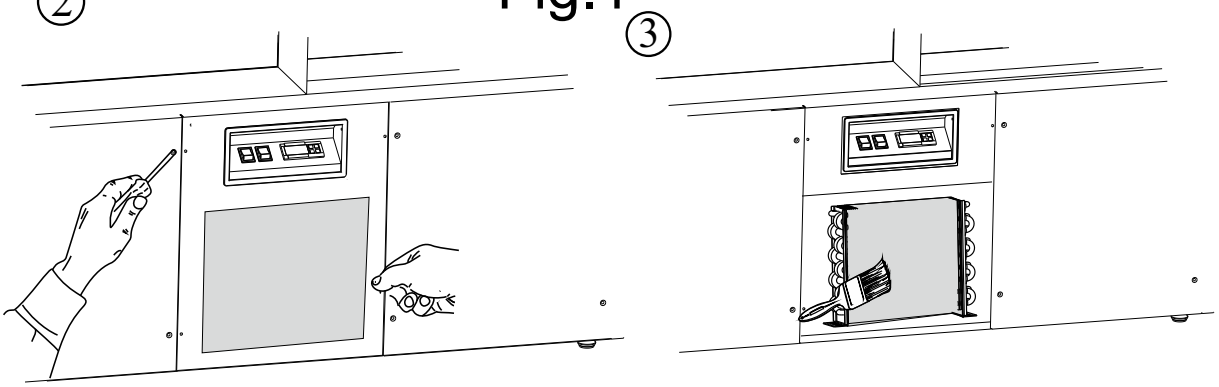

Fig.2
1. Aprire le porte scorrevoli. **2**. Estrarre dal bordo, sul lato opposto alla maniglia della porta esterna ,il profilo di bloccaggio.**3**. Sollevare la porta ed estrarla dal lato inferiore. **4**. Ora sarà possibile procedere al montaggio dei ripiani in cristallo o alla pulizia dei vetri, si ricorda di usare strofinaggi morbidi e spugne umide d'acqua e di bicarbonato di sodio (vedi fig.2).
1. Open the sliding doors. **2**. Remove the locking profile from the edge facing the door handle. **3**. Lift the door and take it out of the lower side**. 4.** Now assemble the crystal shelves or clean the glass surfaces. Use soft cloths and sponges dampened in water and sodium bicarbonate (see figure 2).
1. Öffnen Sie die Schiebetüren. **2**. Ziehen Sie auf der dem Handgriff der äußeren Tür gegenüberliegenden Seite das Blockierprofil vom Rand. **3**. Heben Sie die Tür an und ziehen Sie sie von unten heraus. **4**. Jetzt ist es möglich, die Glasablagen einzubauen oder die Scheiben zu reinigen. Verwenden Sie weiche Tücher und mit Wasser und Natron befeuchtete Schwämme (siehe Abb. 2).
4. Nu is het mogelijk om over te gaan tot het monteren van de glasplaten of de glasplaten te reinigen . Denk eraan zachte doeken en een spons te gebruiken die vochtig gemaakt is met water en natriumbicarbonaat (zie fig. 2).
1. Abra as portas corrediças. **2.** Extraia da borda, no lado oposto ao puxador da porta externa, o perfil de bloqueio. **3.** Eleve a porta e extrai-a pelo lado inferior. **4.** Nesta altura, será possível efectuar a montagem das prateleiras de cristal ou a limpeza dos vidros. Lembramos de utilizar trapos macios e esponjas humedecidas com água e bicarbonato de sódio (ver a fig.2).
1. Öppna skjutdörrarna. **2.** Dra ut den ur spärrlisten på den motsatta sidan om handtaget på dörrens utsida. **3**. Lyft upp dörren och dra ut den ur den nedre kanten. **4.** Nu går det att montera glashyllorna eller rengöra glasen. Kom ihåg att använda svampar som fuktats i vatten med lite bikarbonat samt mjuka handdukar (se fig.2)
1. Åbn skydedørene. **2.** Træk blokeringsprofilen ud af kanten på den modsatte side af håndtaget på den udvendige dør.**3**. Løft døren og træk den ud fra undersiden. **4.** Nu er det muligt at udføre monteringen af krystalhylderne og gøre ruderne rent, men husk kun at bruge bløde klude og natriumbikarbonat (jvf. fig.2).
1. De schuifdeuren openmaken. **2**. Het blokkeerprofiel van de rand wegnemen, aan de tegenovergestelde kant van het handvat van de buitenste deu**r. 3.** De deur opheffen en deze van onderaf verwijderen. **4.** Nu kunnen de glasplaten gemonteerd of schoongemaakt worden. Denk eraan zachte doeken en een spons te gebruiken die vochtig gemaakt is met water en natriumbicarbonaat (zie fig.2).